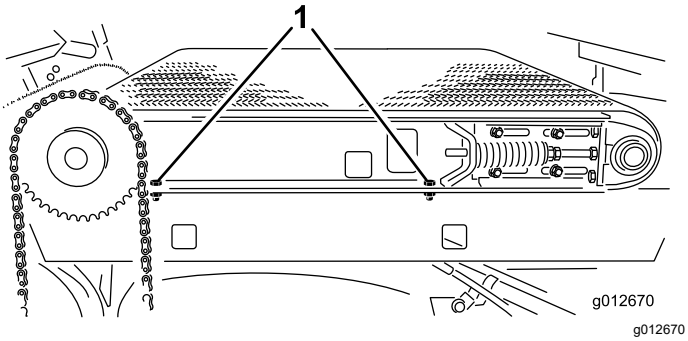

**Figuur 33**
4. Maak aan de rechterkant van de machine 2 inbusbouten los waarmee de glijframerail is bevestigd aan het rechter spatscherm (Figuur 33). Zorg ervoor dat de inbusbouten voldoende los zijn opdat de glijband kan worden gekanteld.